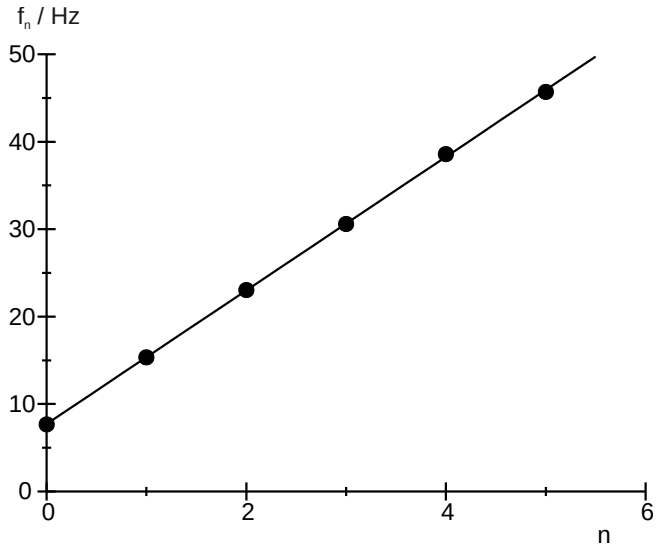
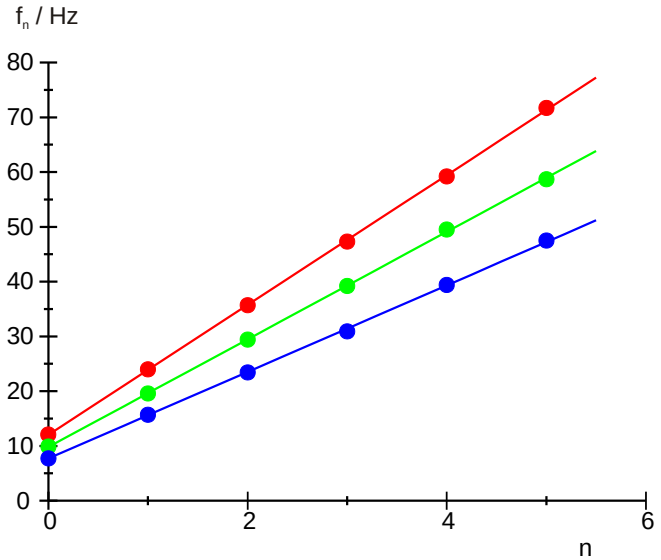

Fig. 6: Resonanzfrequenz in Abhängigkeit von der Knotenzahl für die Schraubenfederwellen.
Fig. 7: Resonanzfrequenz in Abhängigkeit von der Knotenzahl für die Seilwellen bei Spannkräften F = 0,6 N (blau), F = 1,0 N (grün) und F = 1,4 N (rot).
- Resonanzfrequenzen f_n für die Schraubenfederwellen (Tab. 1) und die Seilwellen (Tab. 2) gegen die Zahl der Schwingungsknoten n graphisch auftragen und jeweils Geraden anpassen (Fig. 6, Fig. 7).
Die Wellengeschwindigkeit hängt bei sonst gleichen Parametern von der Spannkraft F ab, wie Fig. 7 bzw. Tab. 4 für die Seilwellen belegen. Es gilt: